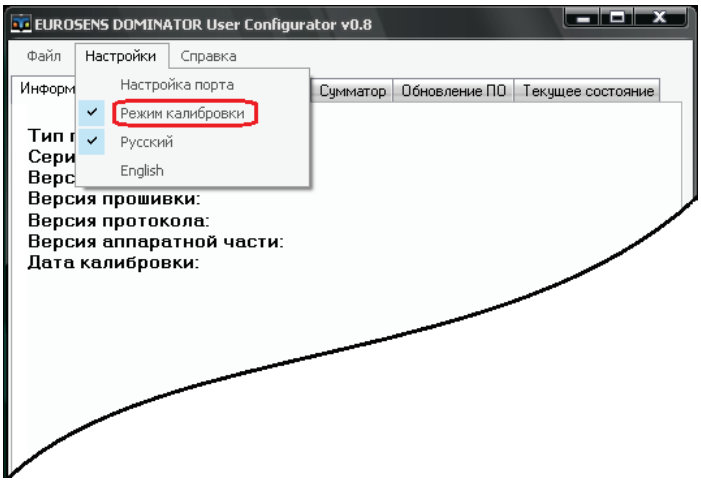

Рис.38
5) Зайти в пункт меню "Настройки" и установить галочку "Режим калибровки" (см. рис.38), если она не установлена.
5) Зайти в пункт меню "Настройки" и снять галочку "Режим калибровки", если она установлена (см. рис.38).